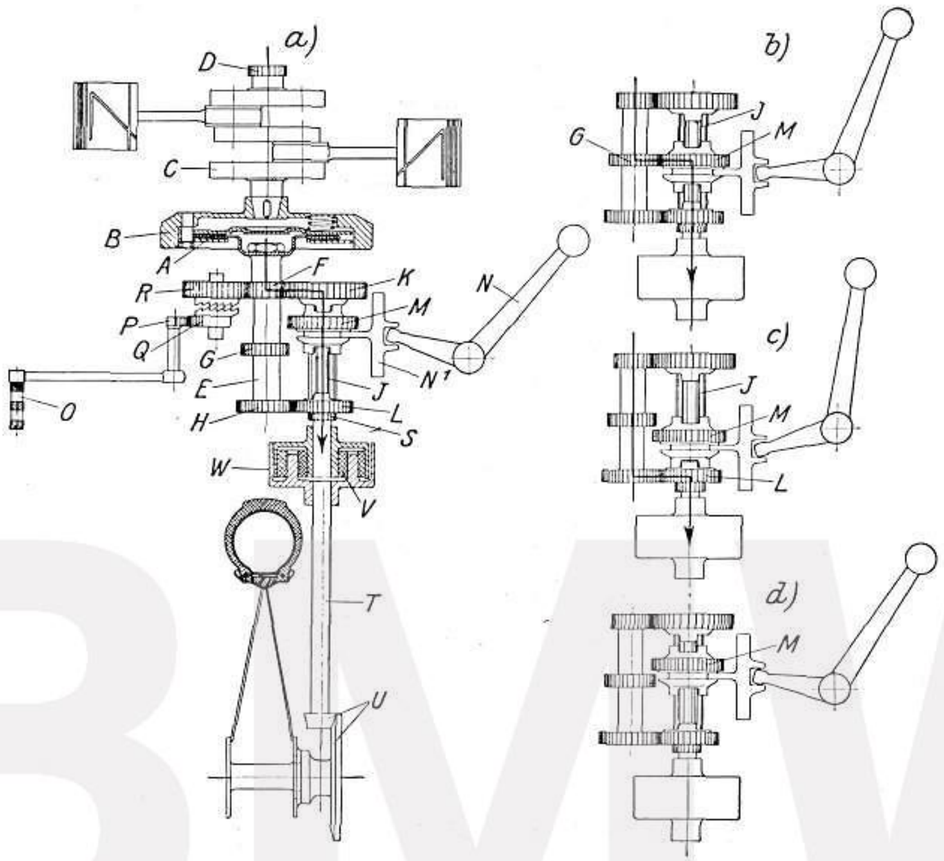

Abb. 17 Schematische Darstellung des Antriebes
11. Getriebe: Die vom Motor erzeugte Drehbewegung wird zunächst durch die Kupplung auf das Dreiganggetriebe übertragen, um von diesem unter entsprechender Herabsetzung der Geschwindigkeit an das Hinterrad abgegeben zu werden. In der Abbildung 17 ist die Wirkungsweise des BMW-Getriebes schematisch dargestellt. **A** bezeichnet die in das Schwungrad **B** eingebaute Kupplung und **C** die Kurbelwelle auf der noch das Zahnrad **D** für den Antrieb der Steuerung sitzt. Der Antrieb des Getriebes erfolgt durch die sich bei eingekuppeltem Motor ständig drehende Hauptwelle **E** und deren festsitzende Zahnräder **F**, **G** und **H**. Parallel zur Hauptwelle läuft die Vorgelege- oder Keilwelle **J**, deren lose drehbare Räder **K** und **L** ständig mit den Rädern **F** bzw. **H** kämmen, sich aber infolge ihrer verschiedenen Größen mit verschiedener Geschwindigkeit drehen. Auf der Vorgelegewelle sitzt ferner ein in der Keilbahn verschiebbares und nur mit der Welle zusammen drehbares Zahnrad **M**, welches auf seinen beiden Seiten mit Kupplungsklauen versehen ist, durch die es je nach seiner Verschiebung mittels Schalthebel **N** nach vorn oder hinten mit den Kupplungsklauen der Zahnräder **K** und **L** in Eingriff gebracht werden kann, so daß es von diesen sich durch die Hauptwelle **E** ständig drehenden Rädern mitgenommen wird und seinerseits die Welle **J** antreibt.